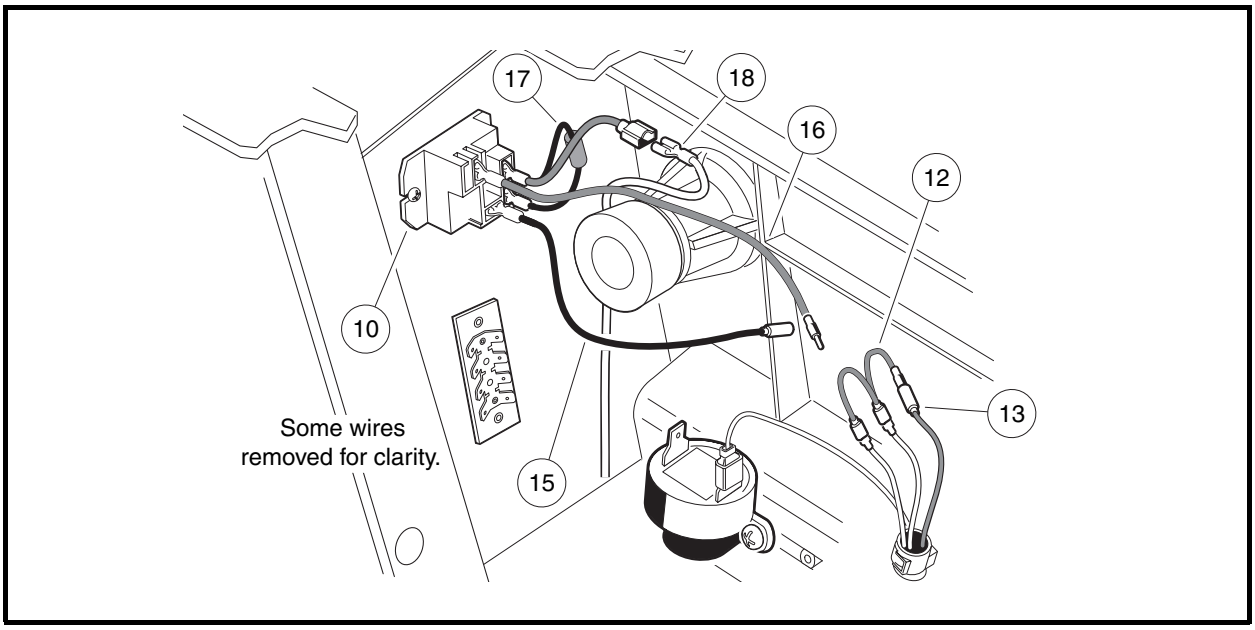

Figure 11-48 Bypassed Brake Light Relay
12.1. Remove the voltage suppressor wire assembly (17) from the relay (10) coil terminals **(Figure 11-48, Page 11-45)**.